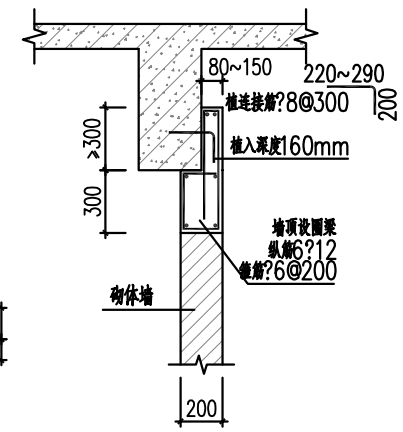

图 A.8 墙顶与梁底错位构造
13、砌体墙与梁底错位时,即墙顶部分与梁相接,部分与板相接时,按图A.8设圈梁。